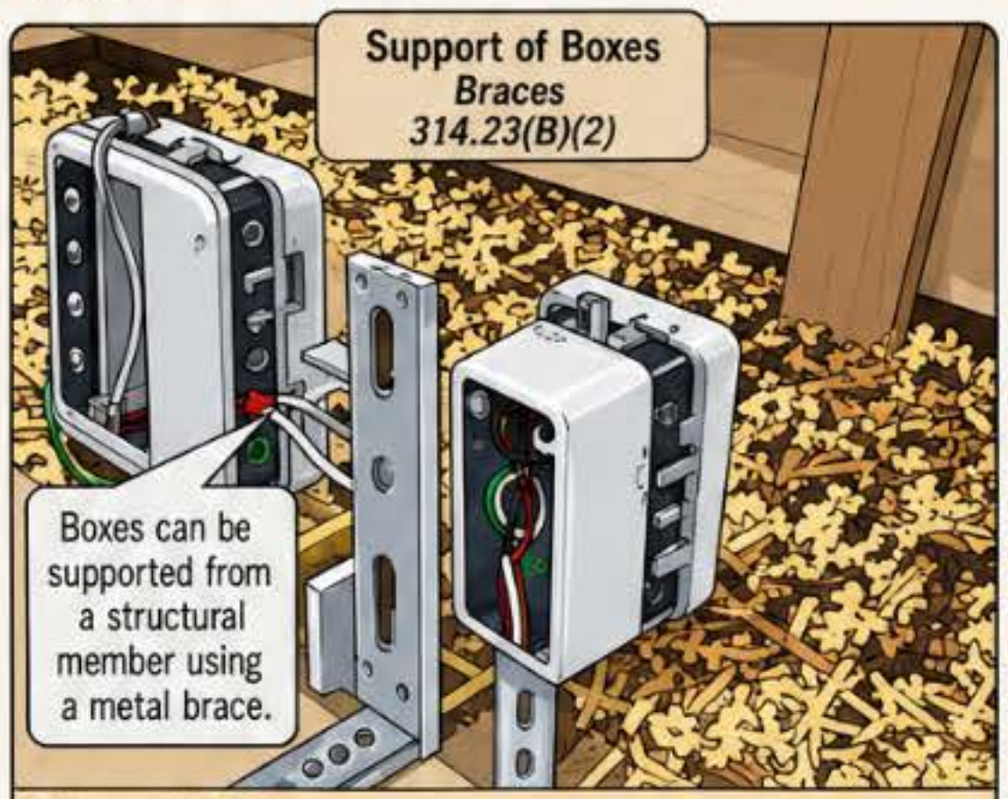

Figure 314–39
(2) Braces. A box can have support from any structural member or from a metal, plastic, or wood brace. Figure 314–39
> *Metal braces must be at least 0.02 in. thick. Wood braces need a minimum actual size of 1 in. × 2 in.* Figure 314–40